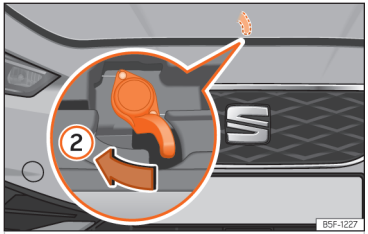

Abb. 227 Hebel unter der Motorraumklappe.
- Um die Frontklappe zu öffnen, drücken Sie den unterhalb der Frontklappe mittig vorgesehenen Hebel mit der Hand nach links ››› (Abb. 227) ②. Die Fanghaken werden entriegelt.